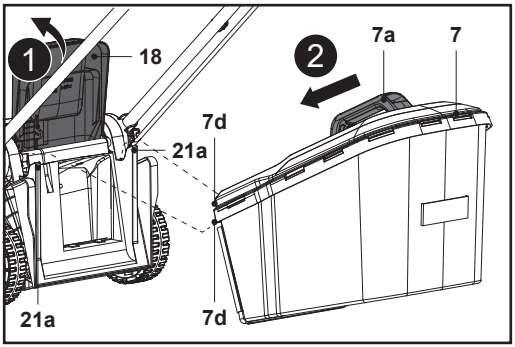

**Fig. 7**
4. Ouvrir le déflecteur arrière (18) et le maintenir ouvert (Fig. 7, étape 1).
5. Transporter le bac de ramassage (7) par sa poignée de transport (7a).
6. Aligner les deux crochets du bac de ramassage (7d) sur les encoches (21a) et y accrocher le bac de ramassage (7) (Fig. 7, étape 2).
7. Relâcher ensuite avec précaution le déflecteur arrière (18).